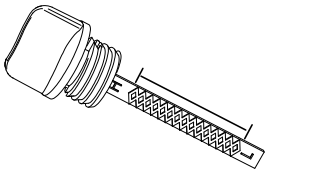

Figure 4-2. Safe Operating Range
4. Screw dipstick into filler neck. Verify oil level is within safe operating range. See ***Figure 4-2***.